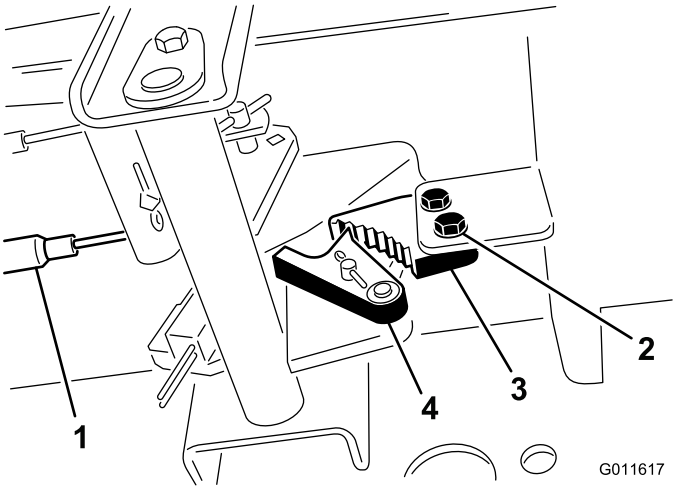

Figur 69
1. Løsn de 2 skruer, der fastgør parkeringsbremsepalen på stellet (Figur 69).
2. Tryk parkeringsbremsepedalen frem, indtil parkeringsbremselåsen kobler helt ind på bremsepalen (Figur 69).